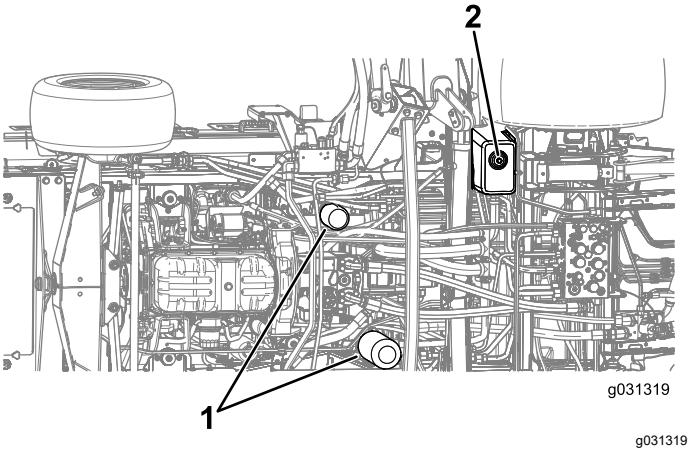

Figuur 132
4. Verwijder de aftapplug uit de bodem van de tank en laat de hydraulische vloeistof in de bak lopen (Figuur 132).
3. Plaats een opvangbak onder het filter en verwijder het filter (Figuur 132).